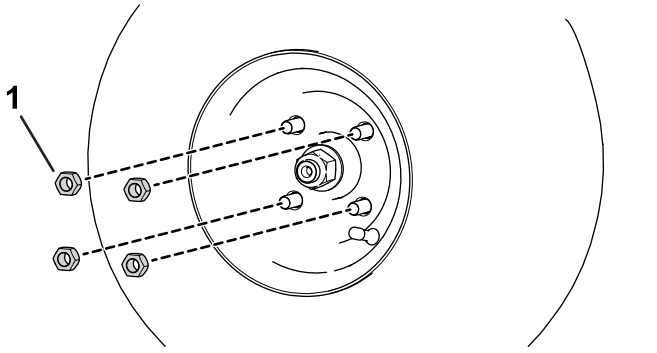

Figur 10
2. Monter hjulmøtrikkerne (Figur 10).